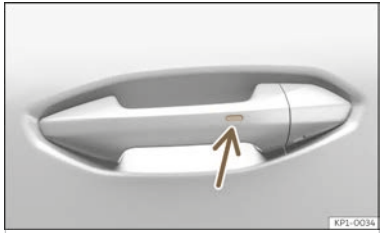

Fig. 89 Front door handles: sensor surfaces (vehicles equipped with Keyless Access).
- **OR:** using the Keyless Access system (only locking): Press and hold the locking sensor surface ››› **Fig. 89** (arrow) on the front door handle for several seconds to close the windows and the sunroof. If you stop touching the sensing surface, the closing function is interrupted.
Press and hold the locking sensor surface ››› **Fig. 89** (arrow) on the front door handle to close the sunroof. If you stop touching the sensing surface, the closing function is interrupted.